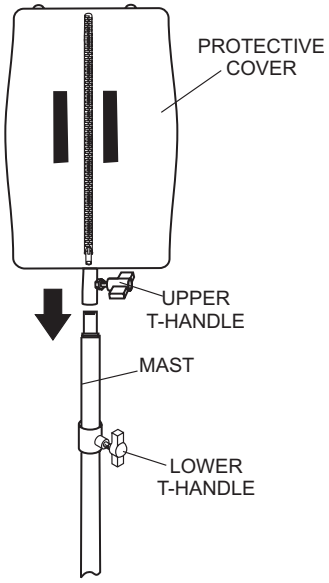

Figure 8. Light Asembly Placement
1. Place balloon assembly (Figure 8) onto mast and tighten Upper T-handle.